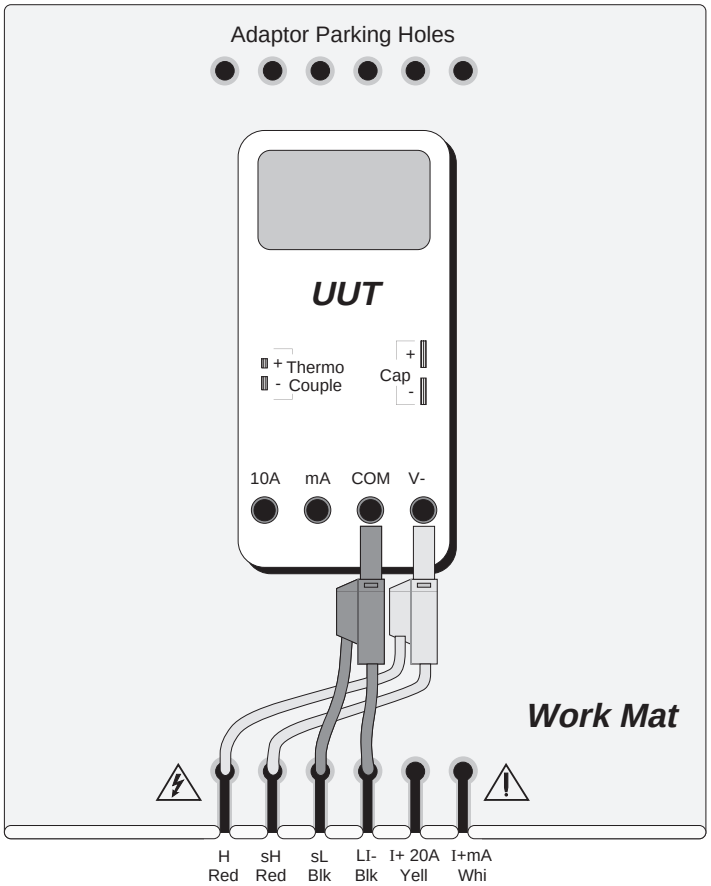

Fig. 4.4.3 Interconnections for AC Voltage UUT Calibration
The general connection scheme for UUT calibration of AC Voltage Functions is illustrated in *Fig. 4.4.3*.
1. **Connections** — Connect the 9100 to the UUT as shown in *Fig. 4.4.3*, and ensure that both instruments are powered ON and warmed up.